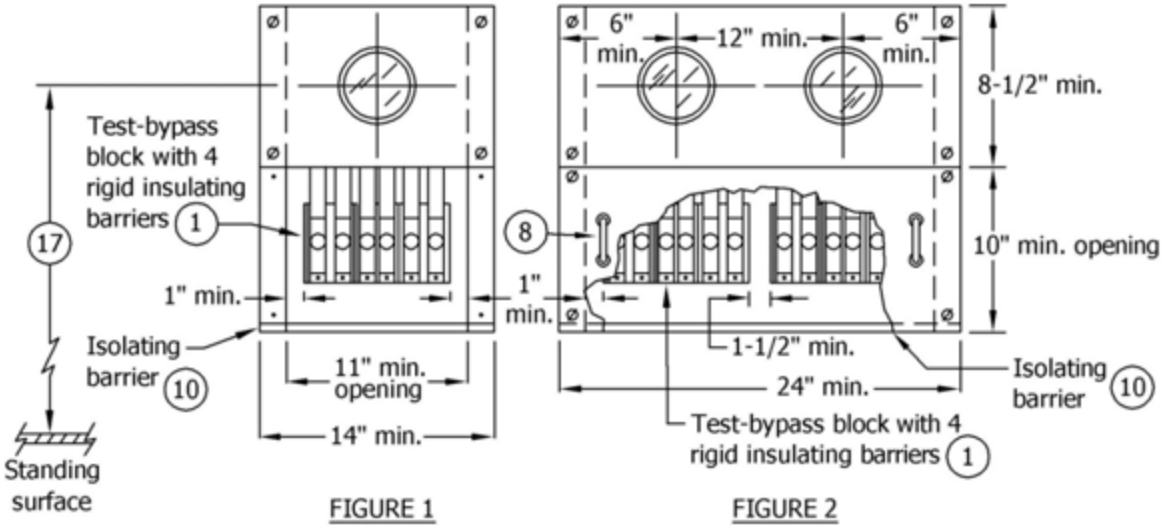

FIGURE 1 FIGURE 2
4. Minimum access opening to test-bypass blocks shall be 11" x 10" for Figure 1 and 21-½" x 10" for Figure 2.